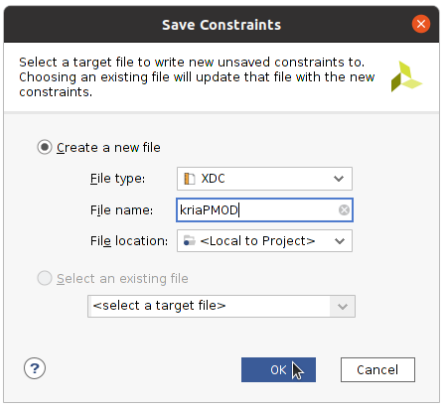

Figure 12: Saving Constrain File
4. Press (Ctrl+S) to save the configuration. Give the constrain file a suitable name. Refer figure 12.